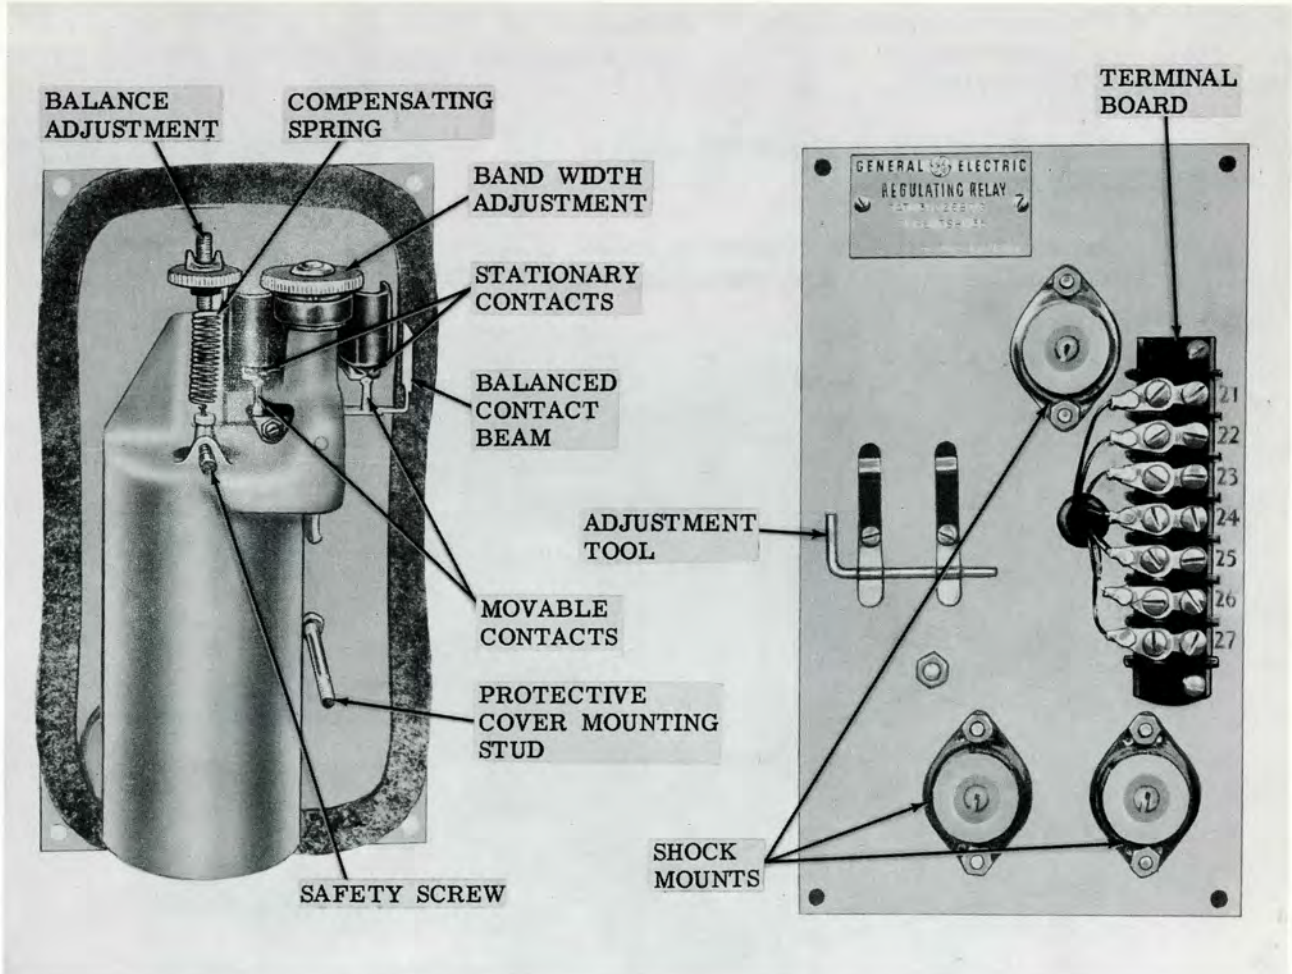

Figure 6-4. Voltage Regulator Relay
The voltage regulator relay (figure 6-4) is an extremely sensitive device and must be treated as such. Under no circumstances attempt maintenance of this relay without becoming thoroughly familiar with the following instructions:
(2) BANDWIDTH ADJUSTMENT (figure 6-4). - This adjustment involves changing the sensitivity range of the relay. By raising or lowering the height of the stationary contacts, a greater or lesser amount of change in solenoid current is required to effect full movement of the contact beam. The sensitivity range or bandwidth required is ±2 percent of the total regulator output.